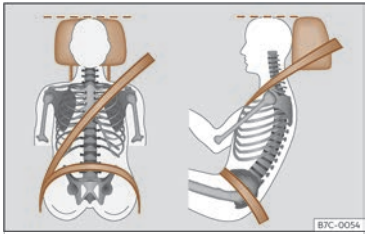

Fig. 18 Banda del cinturó i reposacaps ajustats correctament.
- Ajusteu el reposacaps de manera que la vora superior quedi, en la mesura que sigui possible, a l'altura de la part superior del cap, i mai per sota dels ulls[1]. Mantingueu el clatell al més a prop possible del reposacaps ››› **fig. 18**.
- Ajusteu longitudinalment el seient de manera que pugueu trepitjar a fons els pedals amb els genolls lleugerament flexionats i que quedi una distància entre la zona dels genolls i el tauler d'instruments d'almenys 10 cm (4 polzades) ››› **fig. 18**.